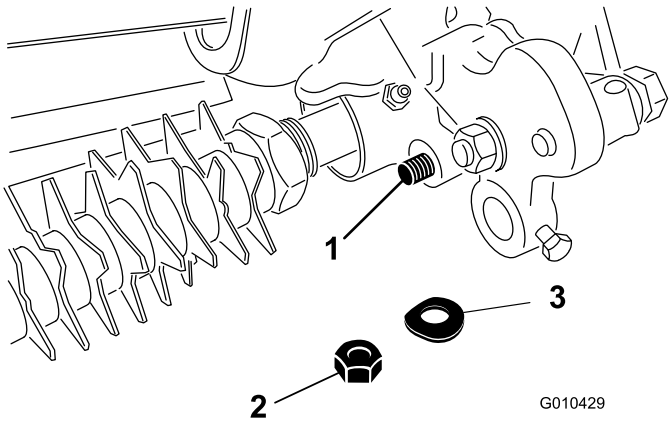

Рисунок 15
8. Прикрепите конец штока узла рычага регулятора к узлу привода механической щетки с помощью пружинной шайбы и контргайки (3/8 дюйма), как показано на Рисунок 15.
13. Прикрепите конец штока узла рычага регулятора к узлу привода механической щетки с помощью пружинной шайбы и контргайки (3/8 дюйма), как показано на Рисунок 15.